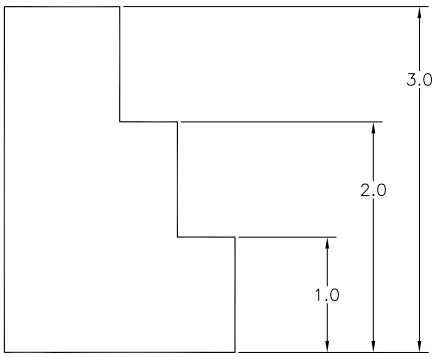

Figure 17-8 *Staggered dimensions*
6. For parallel dimension lines, the dimension text can be staggered if there is not enough room between the dimension lines to place the dimension text. You can use the AutoCAD Object Grips feature or the **DIMTEDIT** command to stagger the dimension text, refer to Figure 17-8.